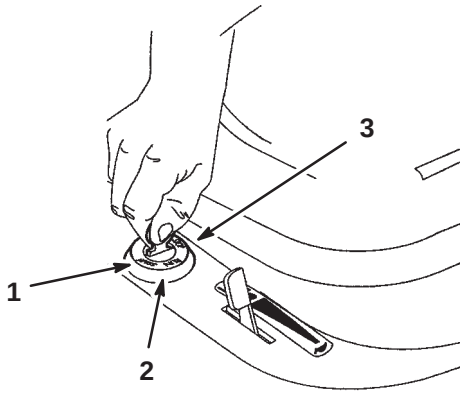

Figure 9
6. Tournez la clé de contact dans le sens des aiguilles d'une montre et maintenez-la en position de Démarrage (Fig. 9). Relâchez-la quand le moteur démarre.
2. Tournez la clé de contact à la position Contact coupé (Fig. 9).